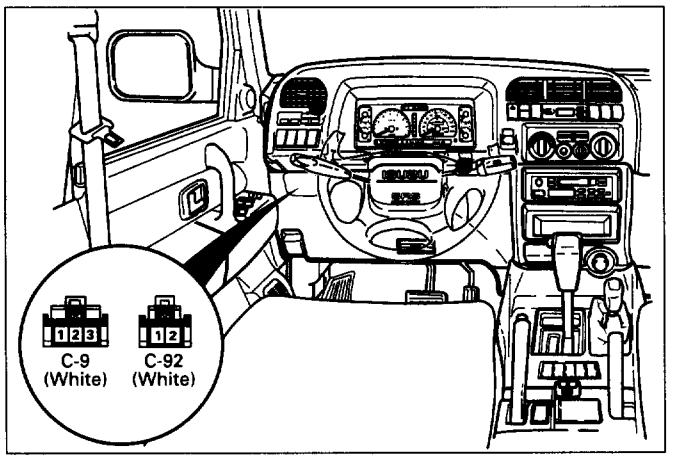

Fig. 7A-9c
(1) Short the Diagnosis Connector C-92 terminal 1 to terminal 2 (ground) (Fig. 7A-9c).
① IF it is flashing and the flash is 0.4 seconds ON and 0.4 second OFF without interruption, this means that there is no DTC. The DTCs are already cleared.